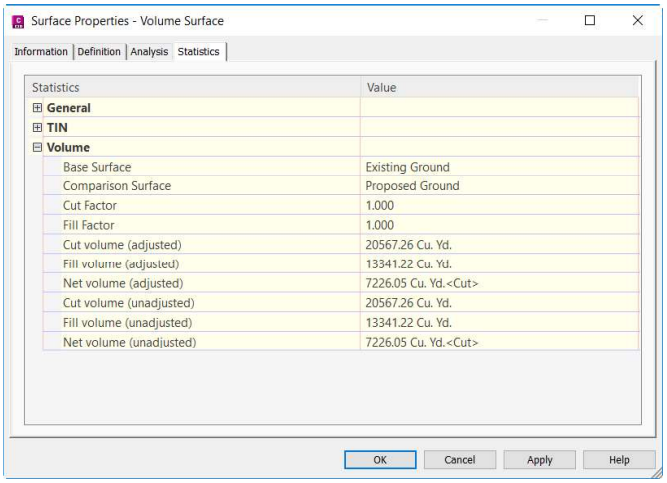

Figure 4-19 *The cut, fill and net volumes displayed in the* ***Volume*** *category*
8. Expand the **Volume** category in this tab; the cut, fill, and net volumes are displayed, as shown in Figure 4-19.